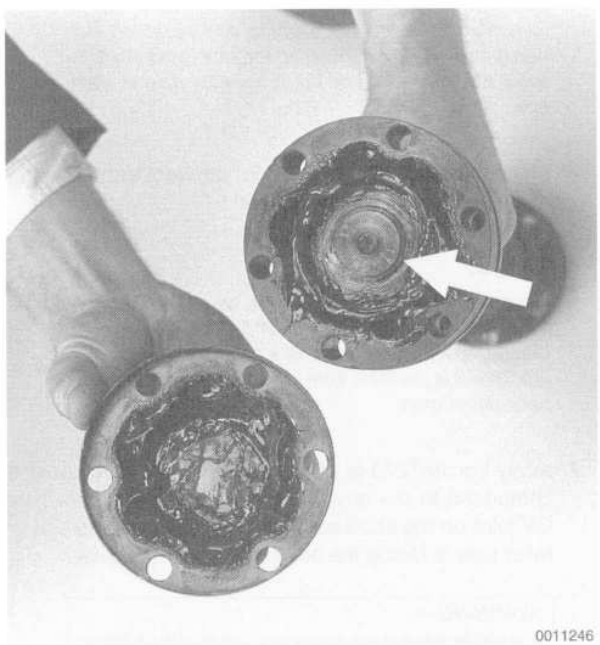

Fig. 11. Outer dust cover shown removed from CV joint. Clean away grease and remove circlip (**arrow**) from shaft end.
3. Lift off the outer dust cover from the joint and remove the circlip retaining the joint inner hub to the shaft. See Fig. 11.